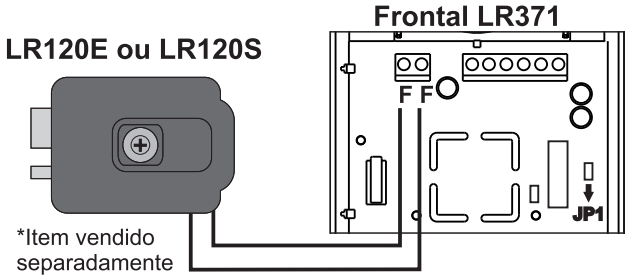

Figura 9 **Distância máxima de 10 m. Bitola de 1mm².**
- Corte o Jumper de arame JP1 (figura 9). Com isso, o porteiro enviará um pulso com duração de aproximadamente 1 segundo.